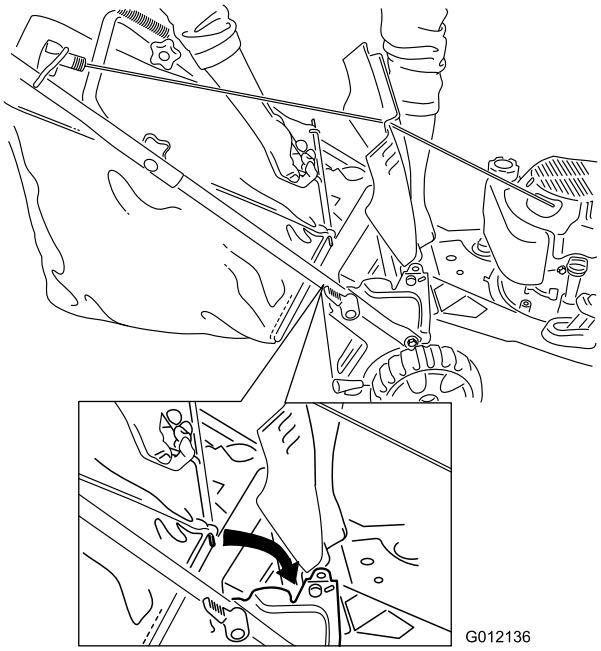

Figur 16
2. Lyft upp den bakre luckan, montera uppsamlaren i skårorna och släpp sedan ner luckan igen (Figur 16).